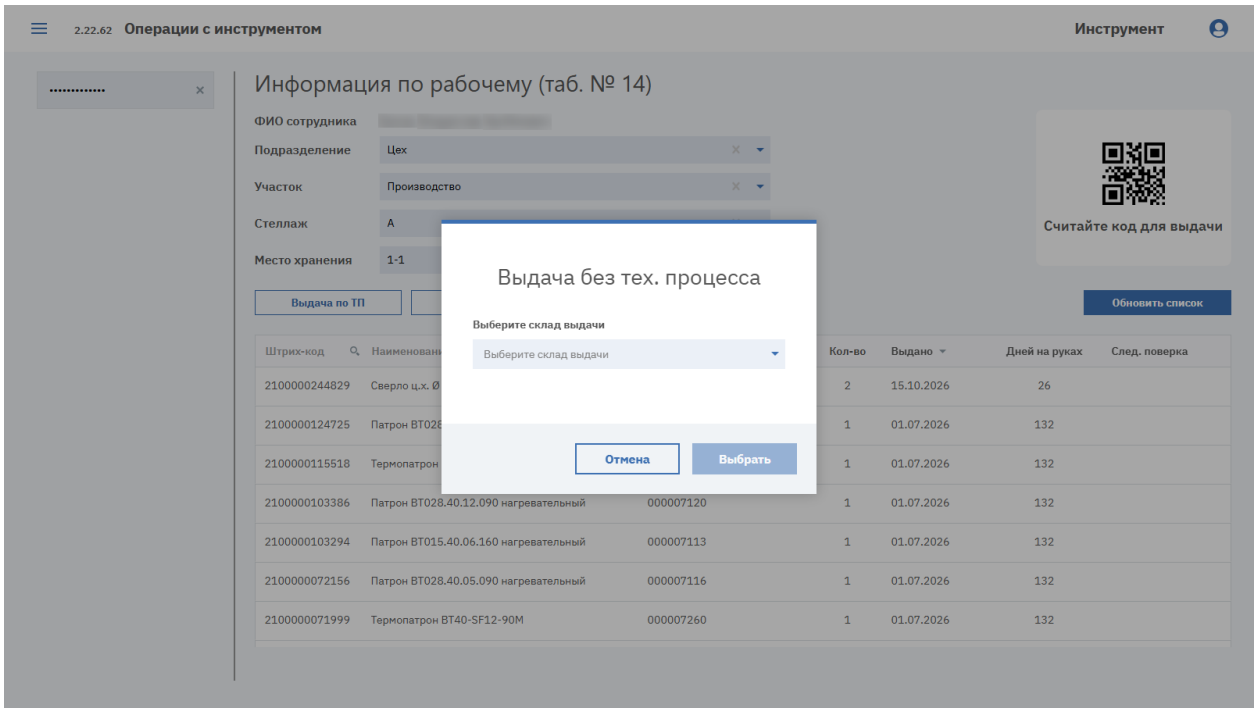

Рисунок 155. Окно «Выдача без тех. процесса»
1. На экране «Информация по рабочему» нажмите кнопку «Выдача без ТП». Откроется окно «Выдача без тех. процесса» (см. Рисунок 155).